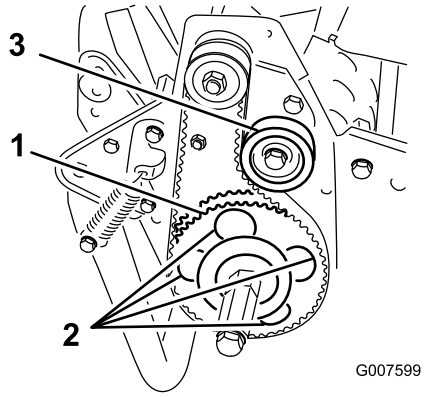

Figur 38
7. Vri den drevne remskiven helt til hullene står i kant med de fire vingeskruene på valselageret (Figur 38).
11. Juster remmen og stram monteringsskruen på lederullen (Figur 38).